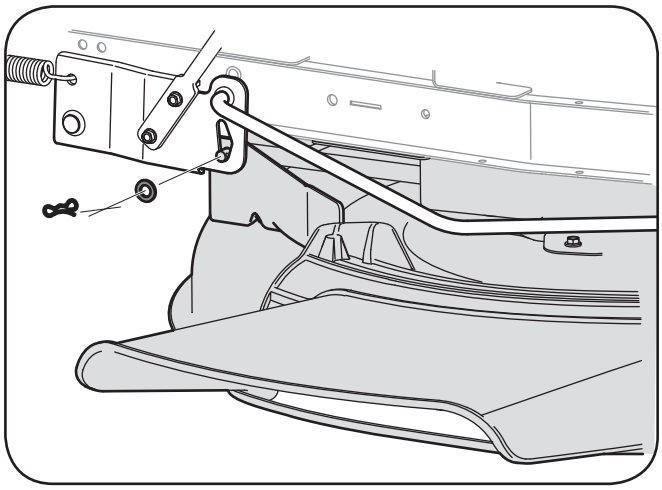

Figure 7-1
3. Enlevez la goupille papillon et la rondelle plate de l'ensemble de relevage du plateau de coupe et gardez-les pour les utiliser plus tard. Voir la Figure 7-1.